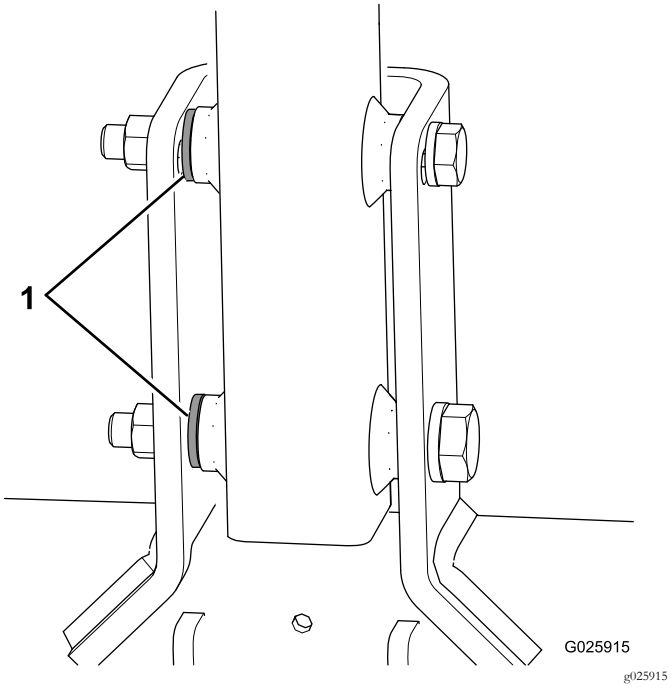

**Figur 6**
- Hvis maskinen har en tredje skive som følger med hver bolt, bruker du disse skivene som avstandsstykker mellom koblingen og innsiden av koblingsdreiebraketten (Figur 6).